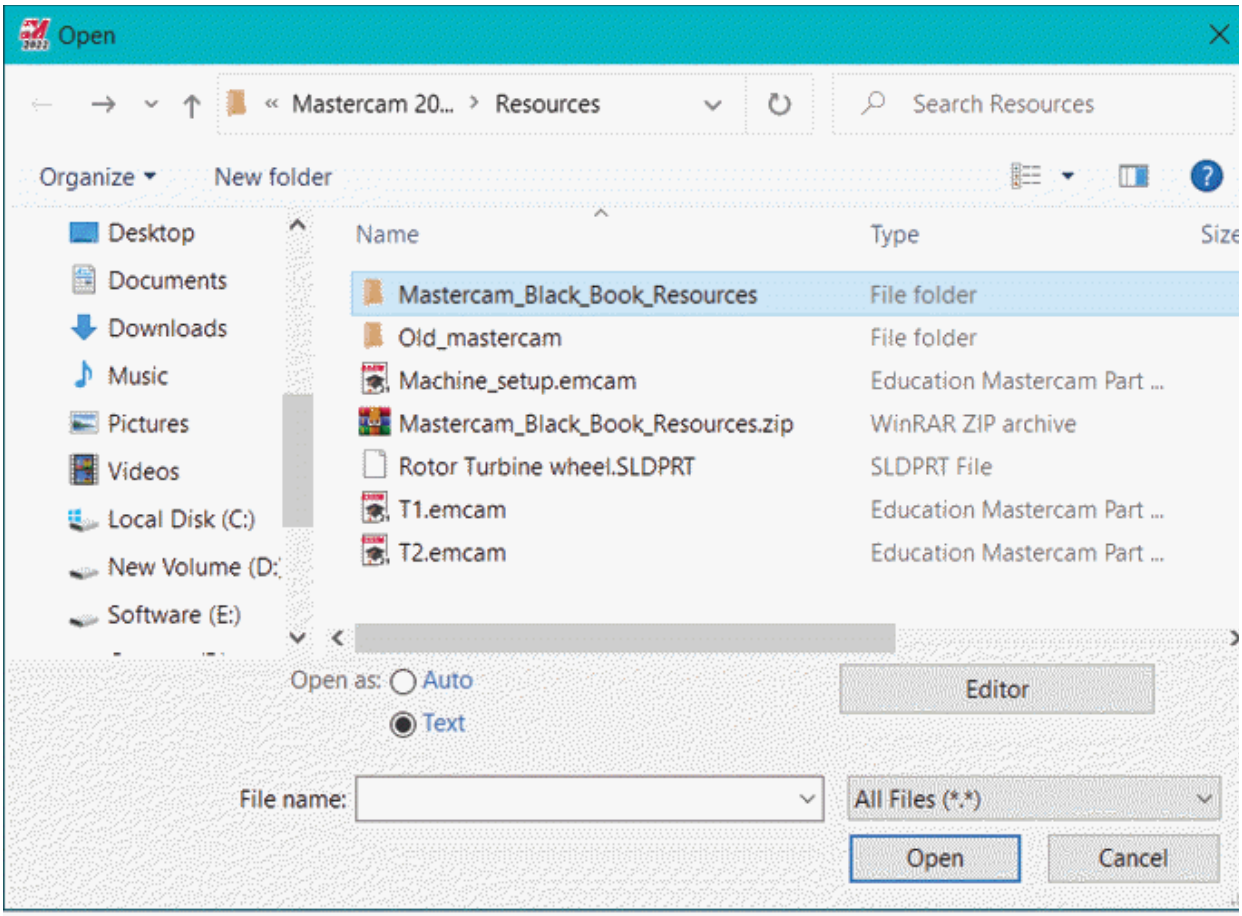

Figure-61. Open dialog box for editor
- Click on the **Open in Editor** tool from the **File** menu. The **Open** dialog box will be displayed; refer to Figure-61.